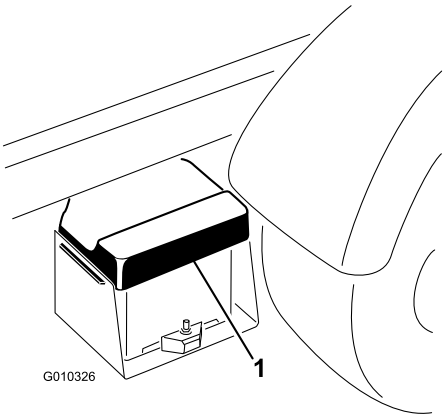

**Figur 5**
1. Fjern batteriet fra batterikassen (Figur 5).